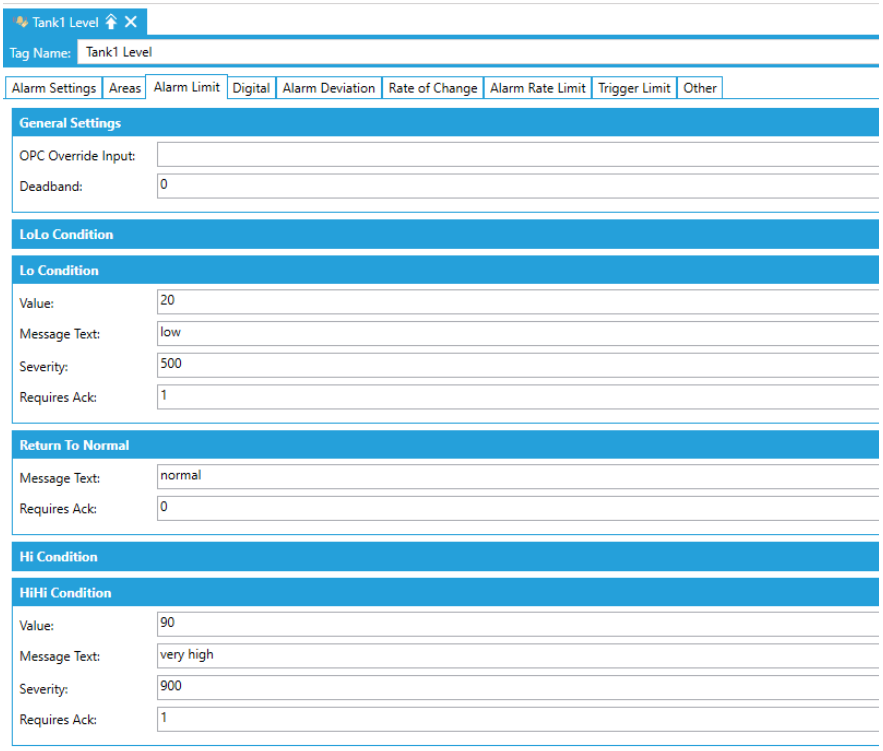

Figure L8.5 - Limit Alarm Configuration
14. In the **Return to Normal**: message field, enter "**Normal**". Your alarm should look similar to Figure L8.5.